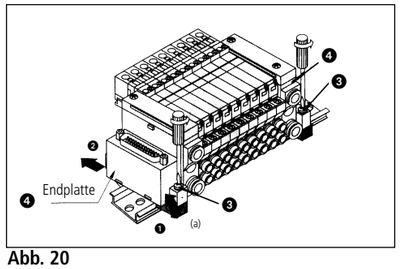

Abb. 20
Demontage von DIN-Schiene (Abb. 20)
Klemmschrauben ❸ (Abb. 20) an Seite (a) der Endplatten ❹ (Abb. 20) zu beiden Seiten der Mehrfachanschlussplatte lösen.
Anschlussplatte unten an der Seite (a) anheben und die Endplatte ❹ (Abb. 20) in Richtung ❷ (Abb. 20) abschieben.